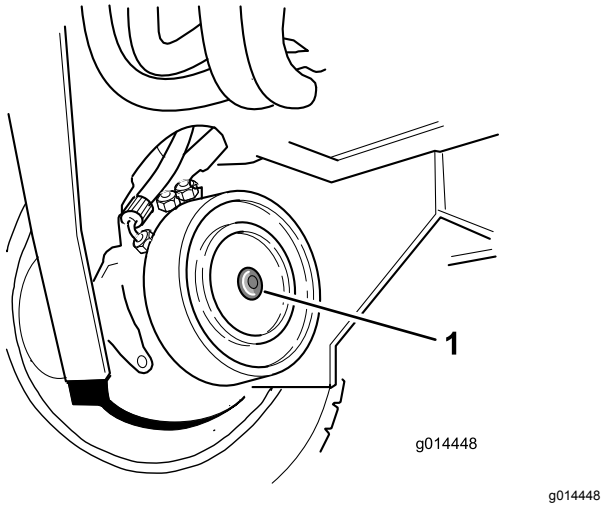

Figur 44
2. Find skivebremsesamlingen på højre forhjul, og fjern den sekskantede prop (Figur 44).